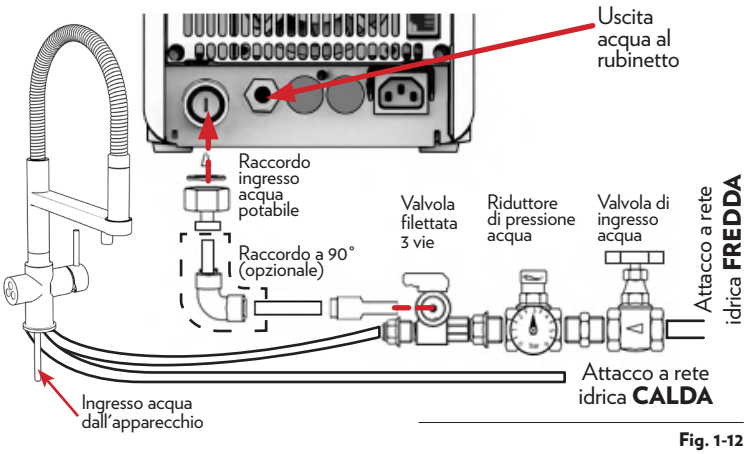

Fig. 1-12
18.3 - Predisporre il collegamento sul punto di presa idrica in base allo schema indicato nel disegno, vedi Fig. 1-12.
18.5 - Il raccordo di allacciamento idrico dell'apparecchio è situato alla base del lato posteriore, nell'apposito vano allacciamenti, vedi Fig. 1-12.